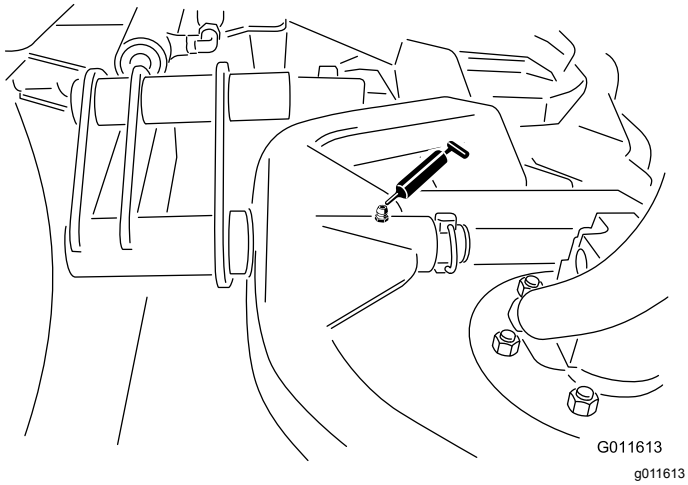

Figur 49
- Klippenhetens bärramssvängtapp (1 var) (Figur 49)